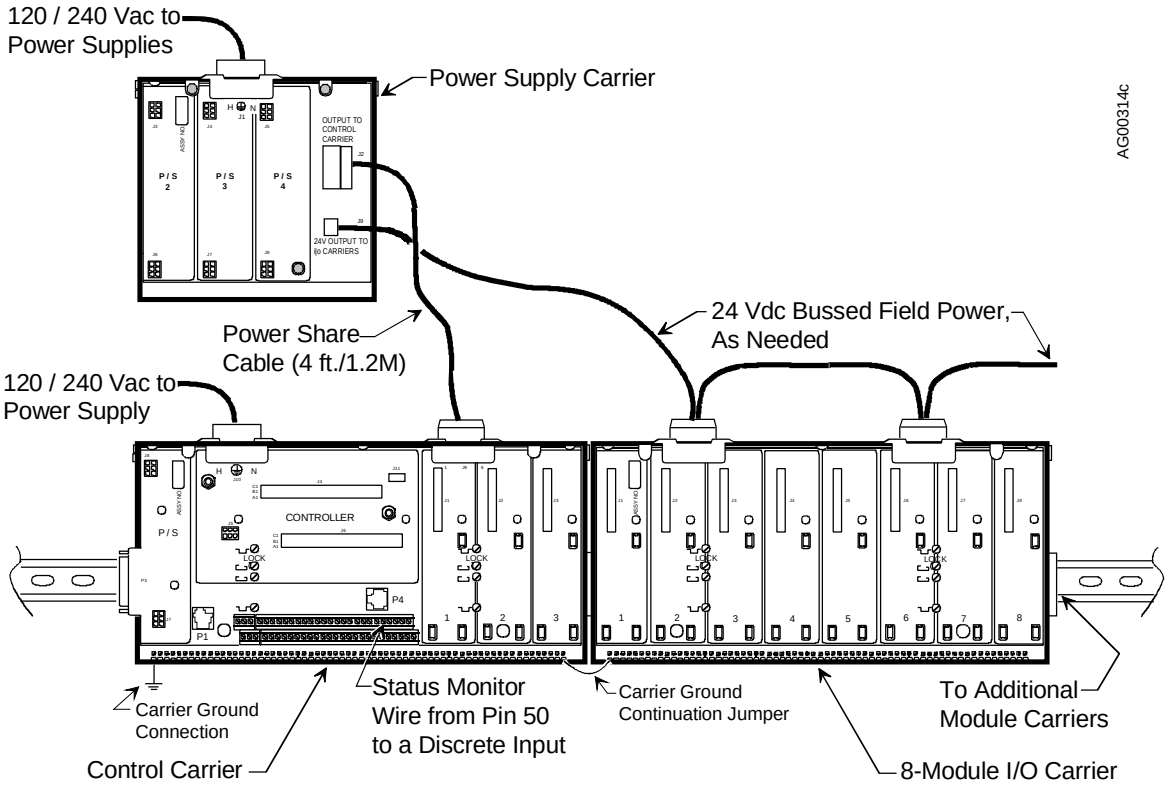

FIGURE 9-23 Power Supply Carrier Cabling
- 12 Vdc to the i|o modules on the control carrier and to the i|o modules on connected module carriers, as shown in Figure 9-23.